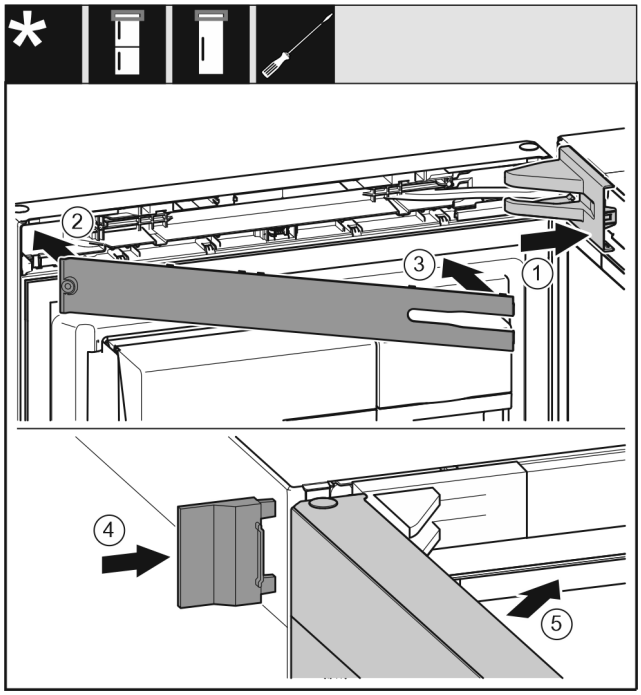

Fig. 35
- ▶ Put the swap bearing block cover *Fig. 35 (1)* on and engage, push apart carefully if required.
- ▶ Fit the trim *Fig. 35 (2)*.
- ▶ Swivel in the cover *Fig. 35 (3)* and engage.
- ▶ Push the outer cover *Fig. 35 (4)* on.
- ▶ Close the upper door *Fig. 35 (5)*.